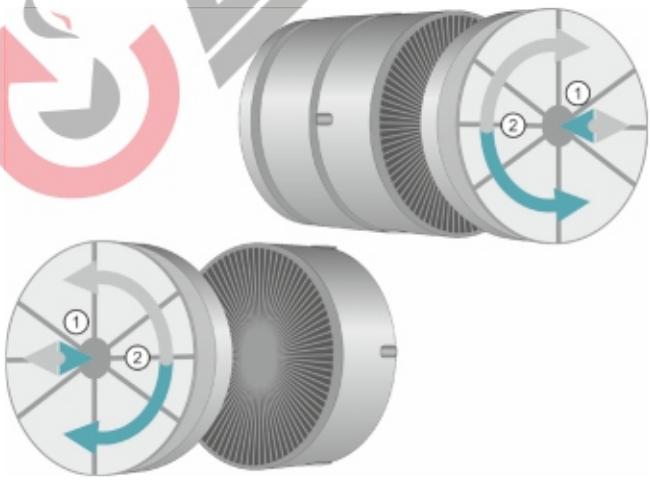

Рис. 14 Установка угольного фильтра
2. Вставьте угольный фильтр и поверните его в часовом направлении. То же самое проделайте со второй стороны мотора *(рис. 14)*.